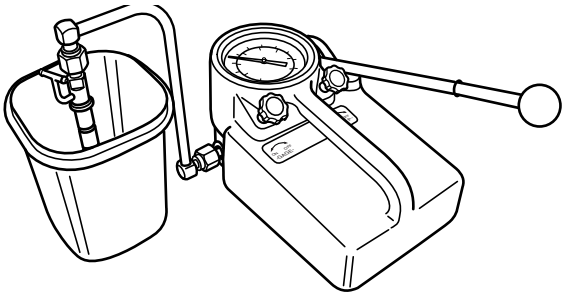

Figure 7-31
3. Using the correct adapter, connect a fuel injector to a nozzle tester. Aim the fuel injector into a suitable container to catch the fuel spray **(Figure 7-31)**.